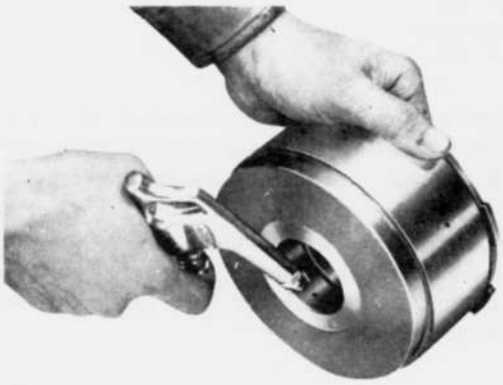

Fig. 2-20 Blowing out piston
4. Remove the piston by blowing compressed air into the oil hole as shown in Fig. 2-20.